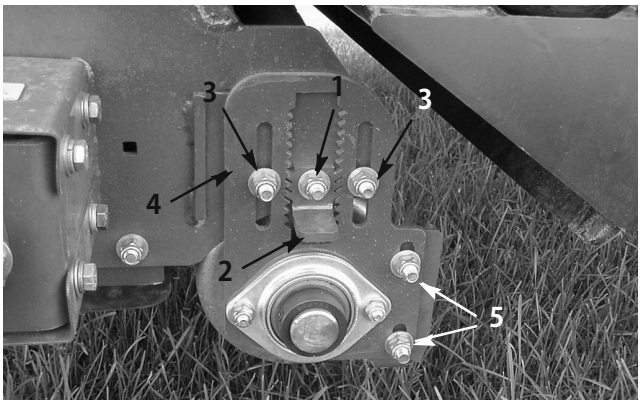

図29
4. ローラの高さ調整ロックナットをゆるめる（図29）。
5. 高さ調整キーを引き出し、ローラの高さ調整プレートを上下させて後ローラの高さ希望位置に調整する（図 29）。
ローラ・スクレーパ（図29）は、 スクレーパとローラとの間に 1.5 mm 程度の隙間ができるように調整します。ローラ・スクレーパの高さ調整ナットをゆるめ、ローラの高さを決めてナットで固定します。